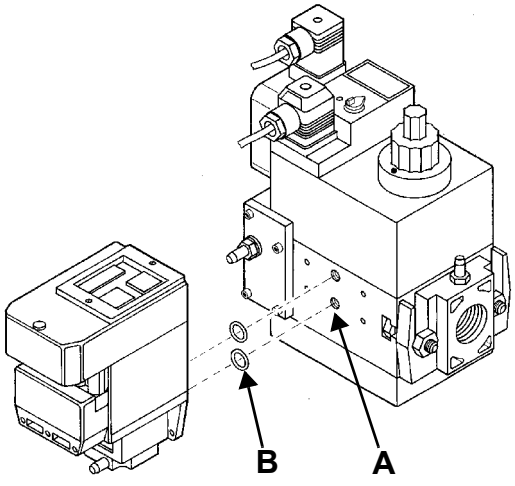

Рис. 57
3). снять крепежные винты группы Multibloc (Рис. 57-A)
4). вставить уплотнительные кольца (10,5x2,25) в VPS 504 (Рис. 57-B)
5). закрутить 4 винта блока контроля герметичности (M4x16) Рис. 57-C.